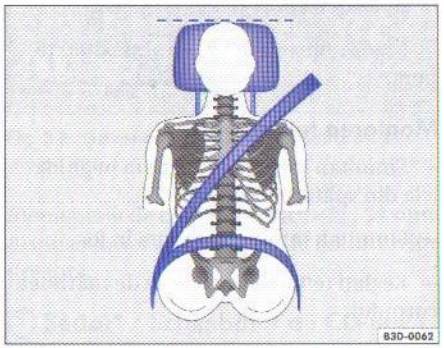
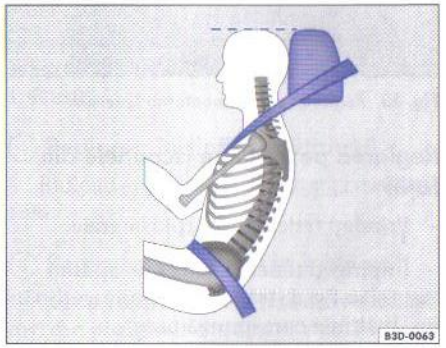

Fig. 31 Văzut din faţă: tetieră reglată corect şi centură de siguranţă amplasată corect
Fig. 32 Văzut dintr-o parte: tetieră reglată corect şi centură de siguranţă amplasată corect
– Reglaţi tetierele astfel încât marginea de sus a tetierei să se afle la aceeaşi înălţime cu partea cea mai de sus a capului dvs. ⇒ fig. 31 şi ⇒ fig. 32.